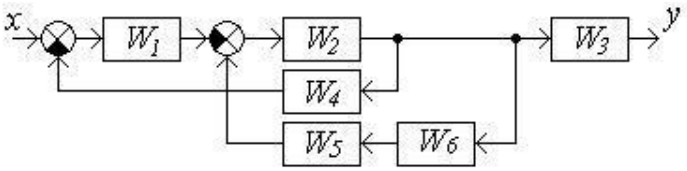

Рисунок 2
2. Найти эквивалентную передаточную функцию схемы (рисунок 2).